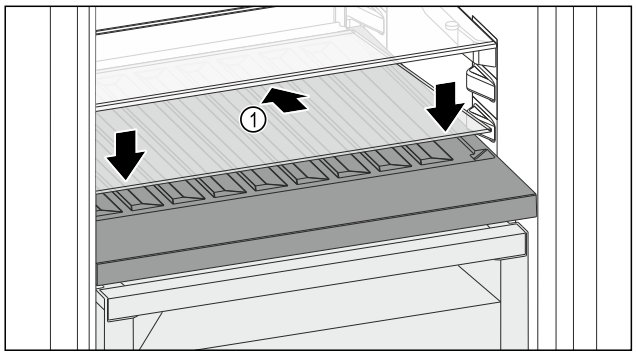

Fig. 189
▶ Place the glass shelf *Fig. 189 (1)* at an angle, sloping it downwards and backwards.
▶ Lower the glass shelf *Fig. 189 (1)* at the front.